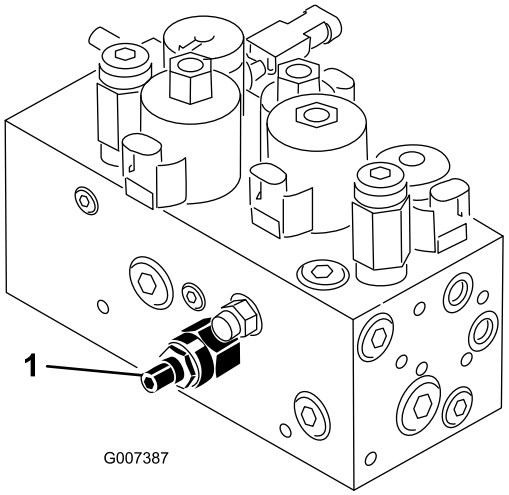

**Figur 49**
Kretsen for løfting og senking av klippeenheten er utstyrt med en mengderegulator (Figur 49). Denne ventilen er forhåndsjustert, men det kan hende den må justeres for å kompensere for forskjeller i oljetemperaturer, klippehastighet, tilbehør osv. Hvis du må justere den, fortsetter du på følgende måte:
1. Hev setet, og finn mengderegulatoren på den midtre trekkrammen (Figur 49) som er plassert på siden av den hydrauliske manifolden.